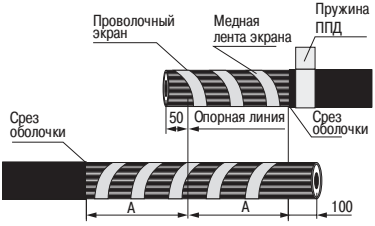

Рисунок 2
4.2 Для облегчения снятия оболочки прогреть её пл менем горелки. Уд лить н ружную оболочку с концов к белей до кольцевых н дрезов (рисунок 2).